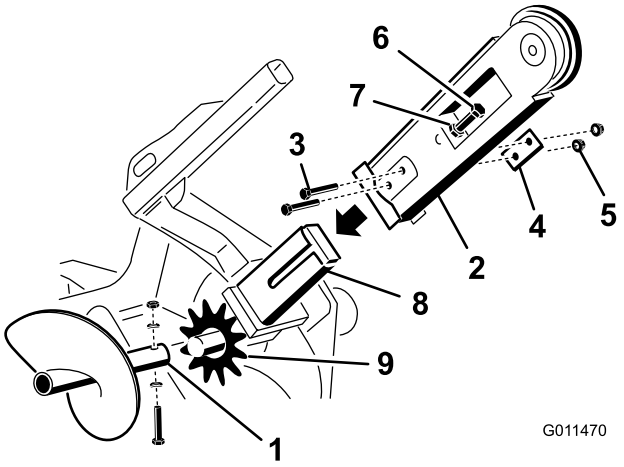

Figur 3
2. Lossa bulten, två sadelbrickor och muttern som håller fast matarskruven och ta bort den (Figur 3). Spara fästdonen till senare.
3. Lossa de 2 bultarna, muttrarna och dubbla brickorna från grävarmens sidor (Figur 3).
4. Lossa justeringsbulten och kontramuttern (Figur 3).